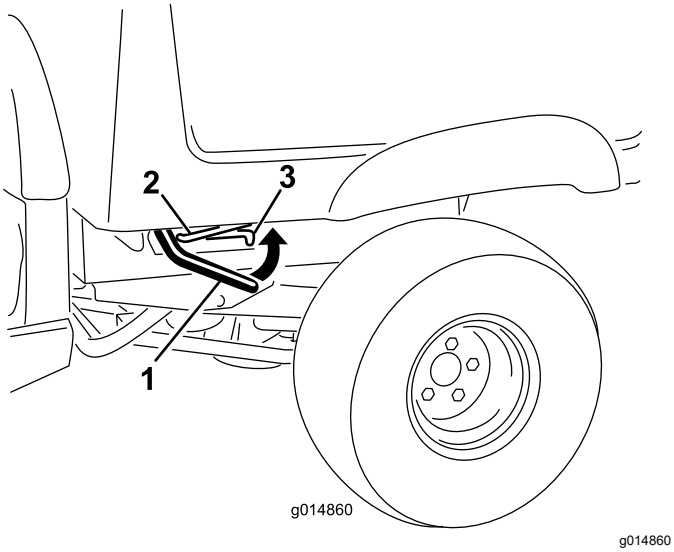

Figur 12
1. För spaken på flakets båda sidor uppåt och höj upp flaket (Figur 12).
1. Höj upp lastflaket något genom att föra låsspaken uppåt (Figur 12).